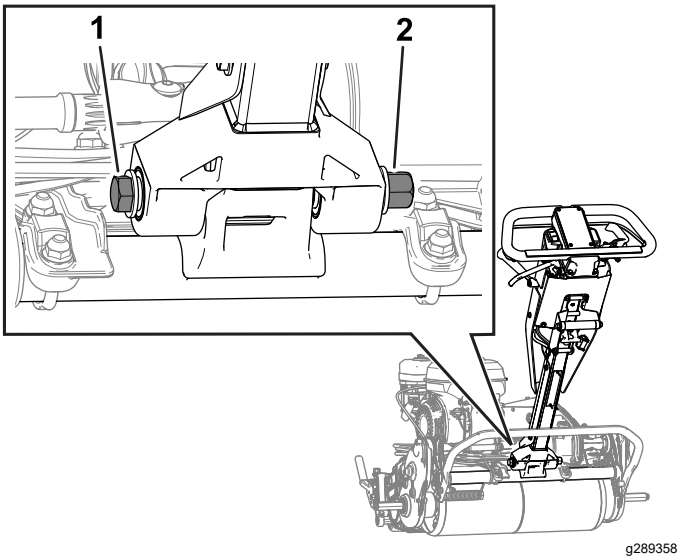

Figur 43
2. Lossa på skruven och muttern enligt Figur 43.